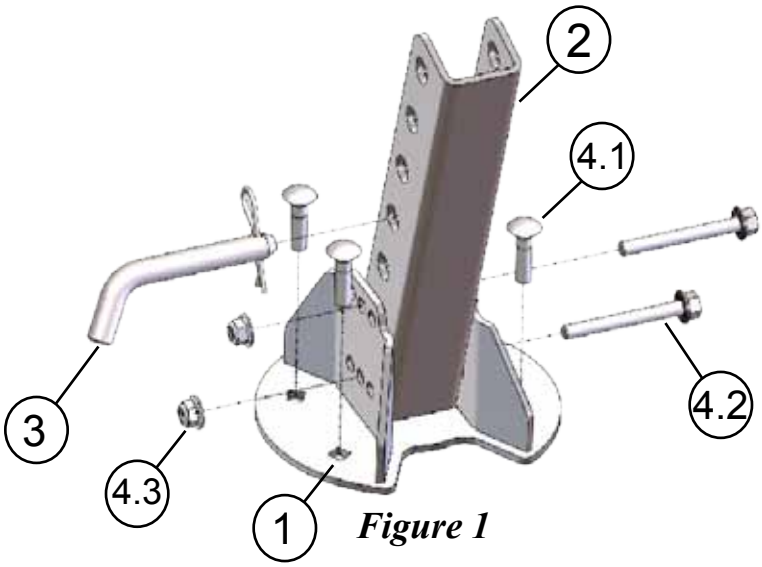

Figure 1
2. Mount Plow Lever Lift Bracket in location (A) using the four longer 3/8" carriage bolts (4.1) supplied in the hardware kit as shown in Figure 1 & 2.